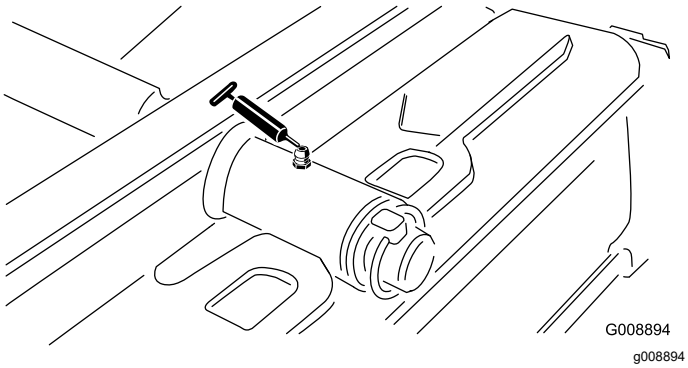

Figur 56
- Bakre klippenhetstapp (Figur 56)